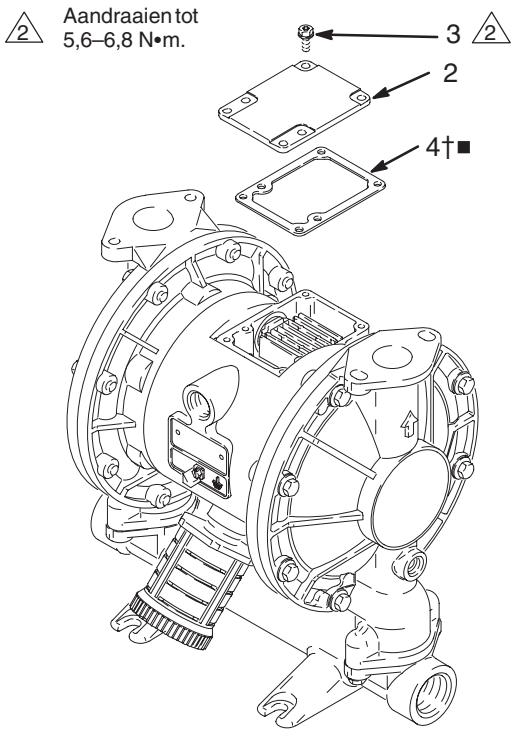

Afb. 8 02644B
2. Verwijder met een Torx (T20) kruiskopschroevendraaier of 7 mm dopsleutel de zes bouten (3), het luchtklepdeksel (2), en de pakking (4). Zie Afb. 8.
10. Plaats de kleppakking (4†■) en het deksel (2) zodat hun gaten over die in het huis (1) vallen. Zet ze met zes schroeven (3) vast met behulp van een Torx (T20) kruiskopschroevendraaier of een 7 mm steeksleutel. Aandraaien tot 5,6–6,8 N•m. Zie Afb. 8.